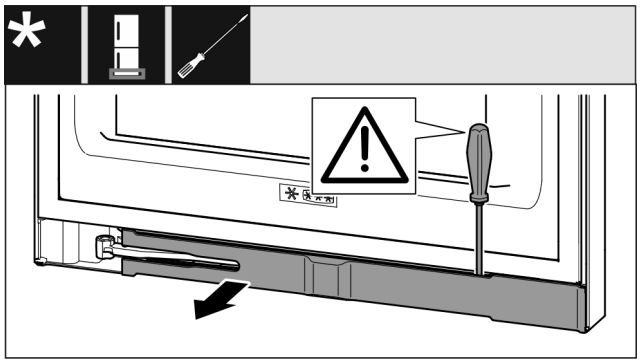

Fig. 17
▶ Use a slotted screwdriver to unlatch the trim and swing it to the side. (see Fig. 17)